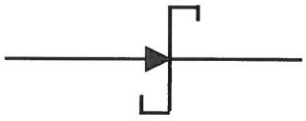

Figure 3-20
Use Figure 3-20 to answer questions 29 and 30.
29. The diode represented in Figure 3-20 is called a **Schottky** diode.
30. What is the major difference in the construction of the diode in Figure 3-20 and the construction of an ordinary diode?